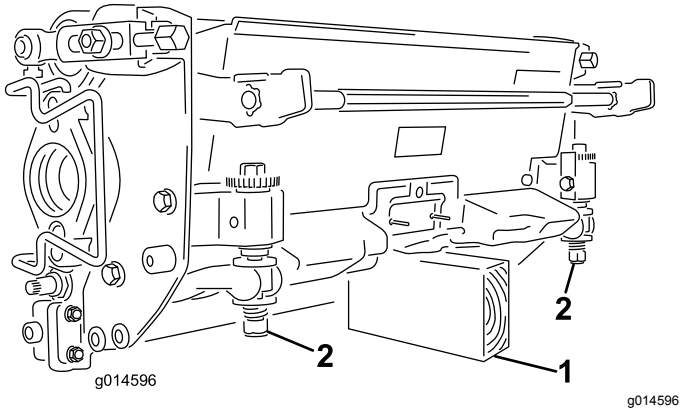

**Figur 9**
***Viktig:*** **Når klippeenheten må vippes rundt for å vise motstålet/spolen, støtt opp bakdelen for å sikre at mutrene på bakdelen av motstålets justeringsskruer ikke hviler på arbeidsflaten (Figur 9).**